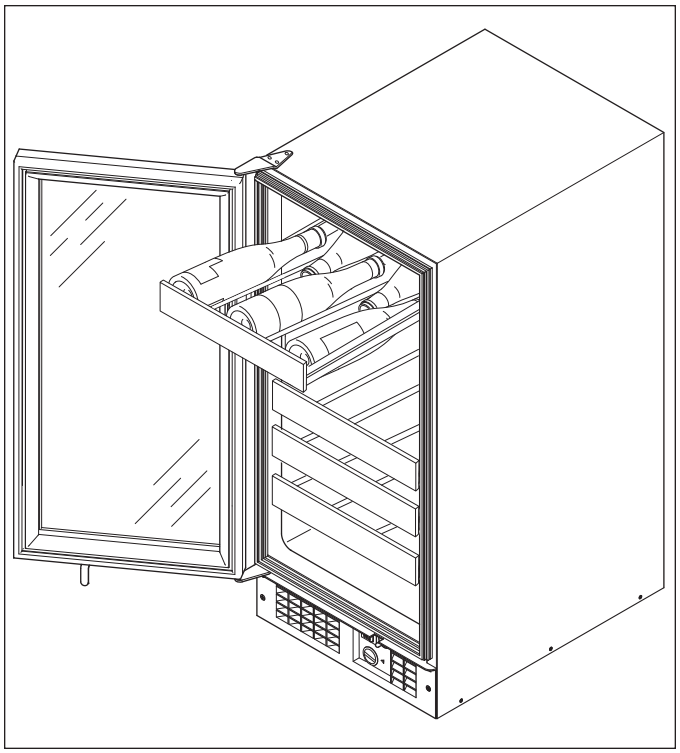

Figure 3-1. Loading the 315W
The six racks are designed to hold four bottles each with the necks pointing toward the center. (See Figure 3-1) Two additional bottles may be placed sideways on the bottom of the compartment for a total of twenty-four (24). If large bottles do not fit between the racks, remove an upper rack and place bottles on the rack below.